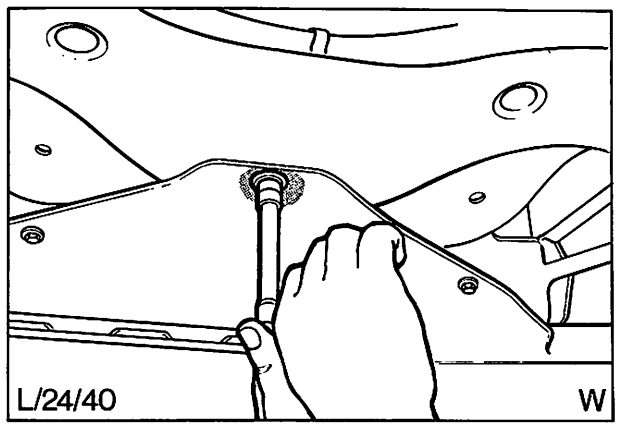

Abb. 69 Spritzblech einbauen
20. Spritzblech einbauen, Abb. 69.
13. Riemenscheibe, Lüfter, Keilriemen, Kühler und Spritzblech einbauen, Abb. 69. Keilriemen spannen, siehe Pos. 24 205.